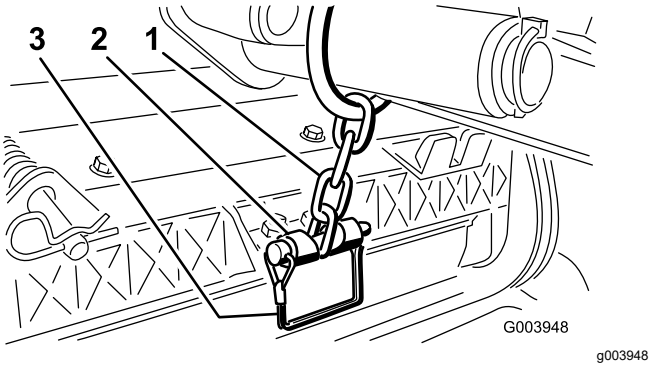

Rysunek 12
3. Przymocuj łańcuch ramienia podnoszącego do mocowania łańcucha za pomocą zamka (Rysunek 12).